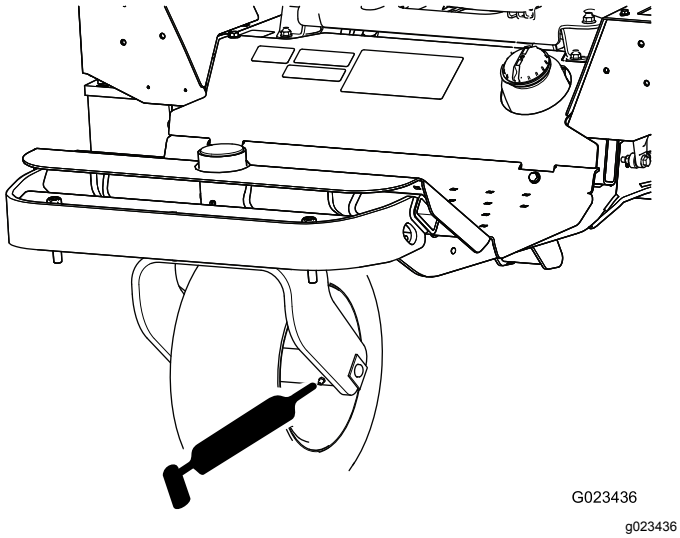

**Figur 34**
- Forhjulslager (1) – Figur 34